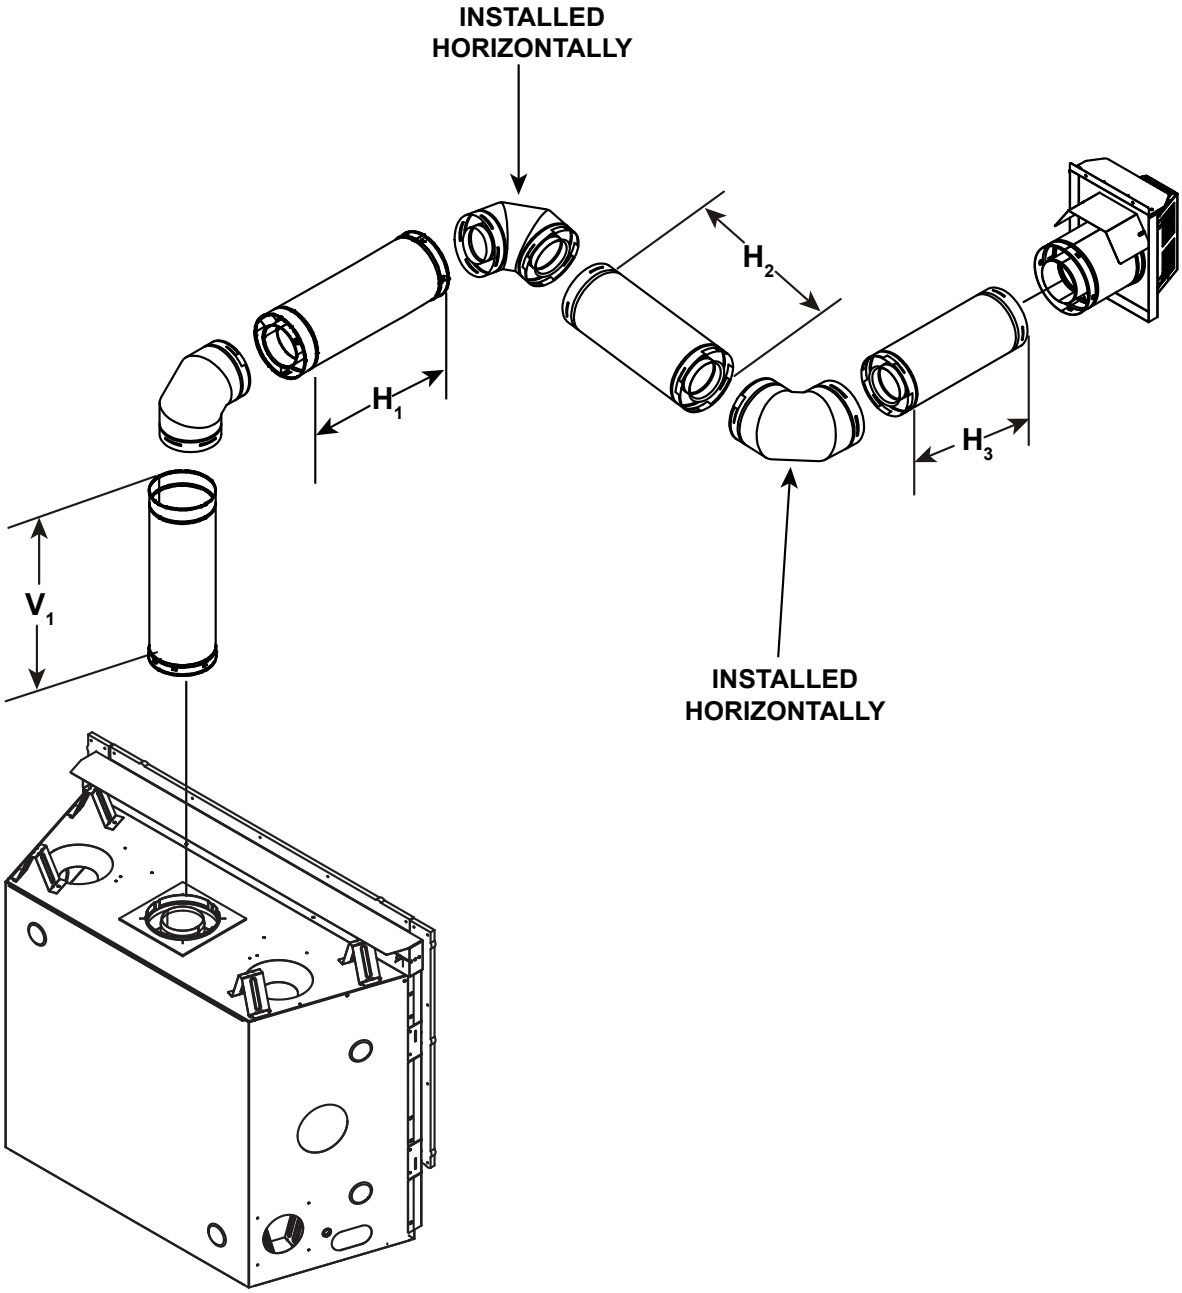

Figure 4.15
- A maximum of three 90º elbows (or six 45º elbows) may be used in any vent configuration unless configured as shown in Figure 4.20 which allows four elbows. Some elbows may be installed horizontally. See Figure 4.15.